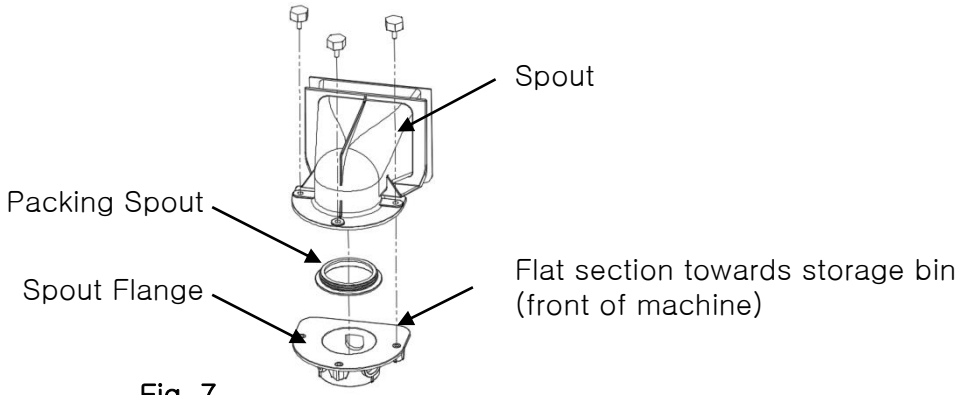

Fig. 7
11) Place and align the new extruding head and evaporator flange. See Fig. 7.
6) Replace the extruding head (with cutter), and evaporator flange in their correct positions. Confirm the cutter is tight. See Fig. 7.
17) Install the auger assembly with the upper part of the mechanical seal attached. Replace the cutter, extruding head, and evaporator flange in their correct positions and align the extruding head and evaporator flange holes. See Fig. 7.
12) Install the auger assembly with the upper part of the mechanical seal attached. Replace the cutter, extruding head, and evaporator flange in their correct positions. Align the evaporator flange holes with the extruding head holes. See Fig. 7.